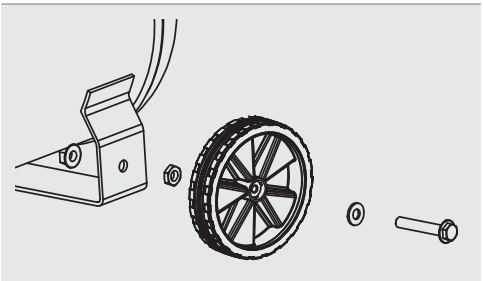

Abb. 1a: Montage Räder
- ▶ Montieren Sie mit Hilfe der mitgelieferten Schrauben und Muttern den Gummifuß und die Räder (siehe Abbildung 1a und 1b).